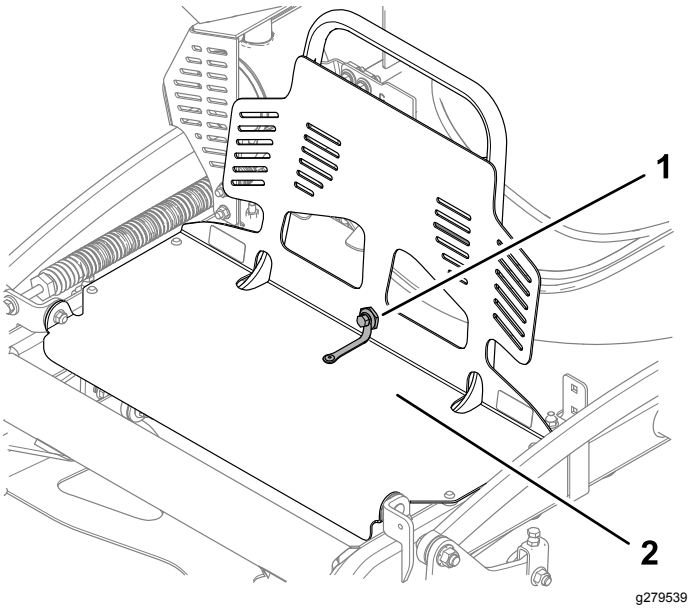

Figure 35
2. Secure the engine guard to the extension guard using the bolt and shoulder nut as shown in Figure 35.